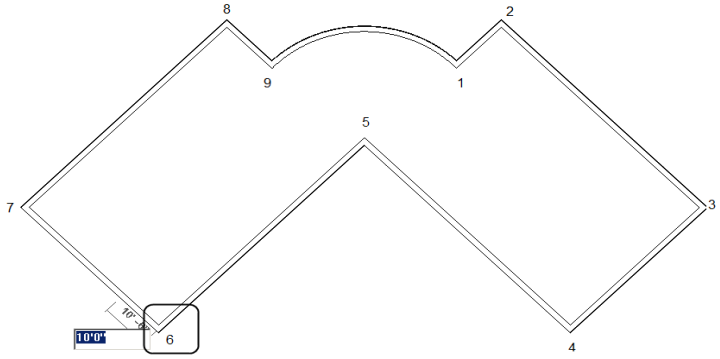

Figure 3-69 *Specifying the start point of the first interior wall*
f. Sketch the interior walls based on the given parameters, refer to Figures 3-69 through 3-75.
3. Move the cursor close to the lower left corner, marked as 6, refer to Figure 3-69, and traverse upward along the centerline of extreme left wall of the building profile. When the temporary dimension appears, enter the value **10'(3048 mm)** and press ENTER to start the interior wall profile from the specified point, as shown in Figure 3-69.